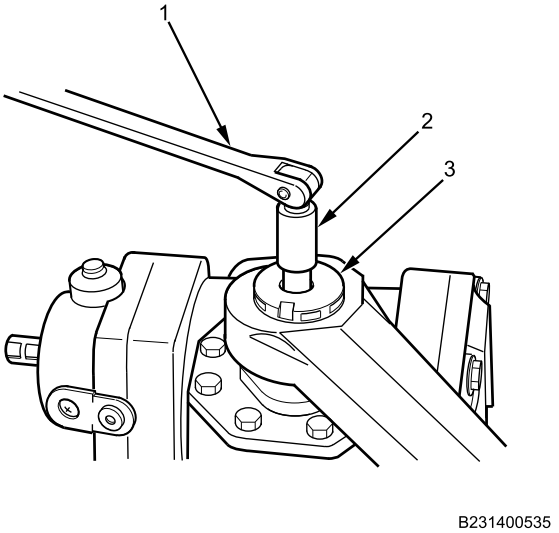

Figure 3. Pitman Arm Retainer Removal.
4. Remove retainer (Figure 3, Item 3), using hex-socket driver (Figure 3, Item 2) and breaker bar (Figure 3, Item 1).